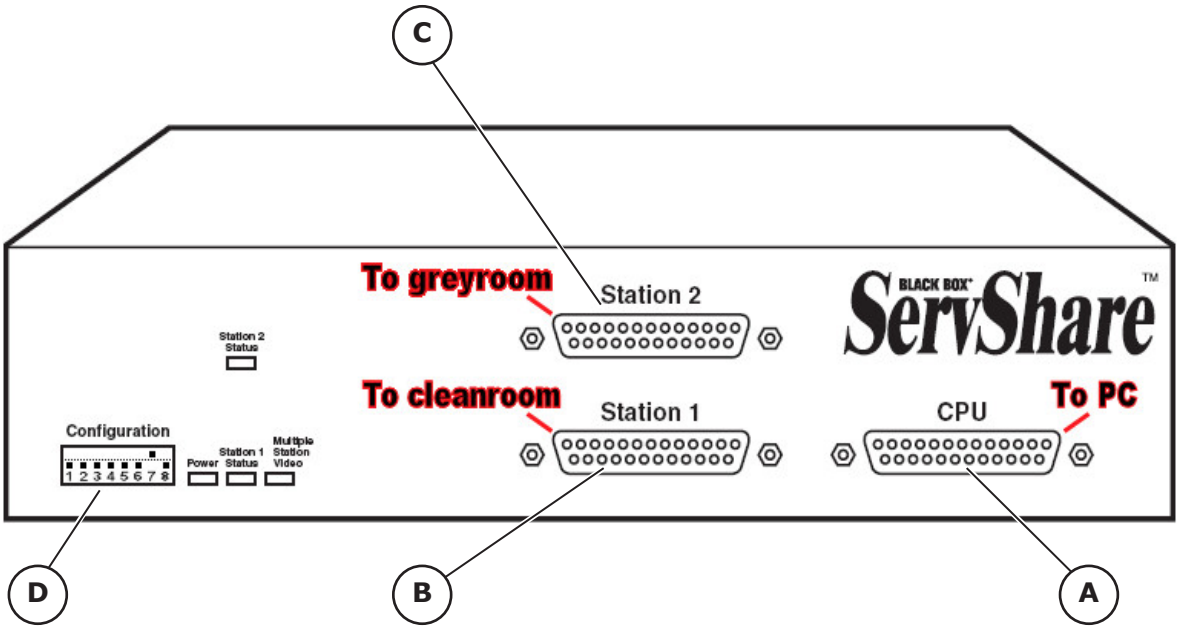

Fig. 2.1
- Plug the CPU cable **[1]** to the ServShare port named "CPU" (see *Fig. 2.1* ref. **[A]**).
- Connect the first KVM cable **[2]** to the ServShare port named "Station 1" (see *Fig. 2.1* ref. **[B]**).
- Connect the second KVM cable **[2]** to the ServShare port named "Station 2" (see *Fig. 2.1* ref. **[C]**).